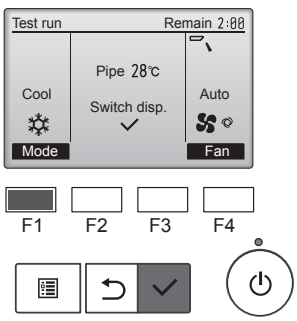

Abb. 7-3
① Drücken Sie die Taste [F1], um den Betriebsmodus umzuschalten. (Abb. 7-3)